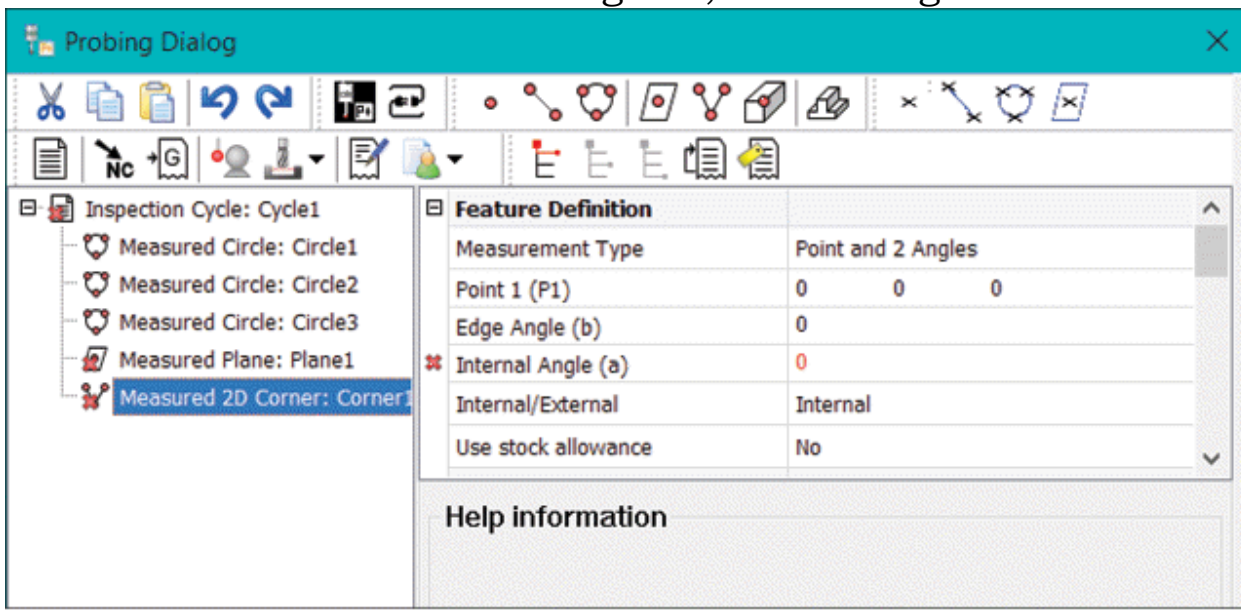

Figure-8. Measure 2D corner feature added
- The **Measure 2D Corner** button is used to measure a diagonal line joining two points of a face. Click on the **Measure 2D Corner** button from the top in the dialog box. A new 2D corner feature will be added in the inspection cycle for measurement in the dialog box; refer to Figure-8.